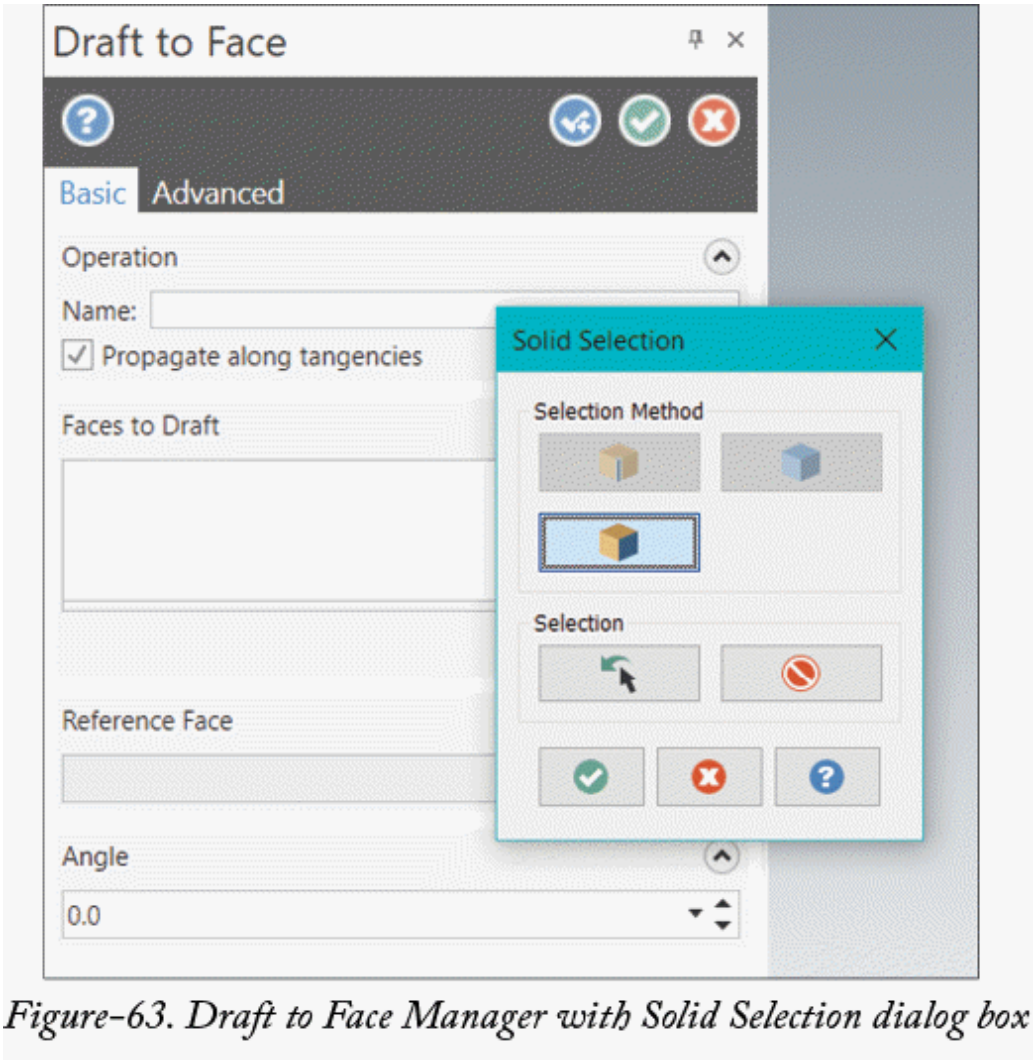

Figure-63. Draft to Face Manager with Solid Selection dialog box
- Click on the **Draft Faces** tool from the **Draft** drop-down in the **Modify** group of **Solids** tab in the **Ribbon**. The **Draft to Face Manager** will be displayed with **Solid Selection** dialog box; refer to Figure-63.